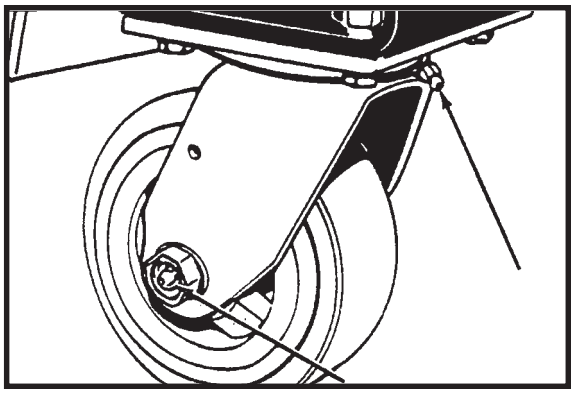

Abbildung 6
3. Das Röllchen mit einer Fettpumpe schmieren.(Siehe Abb. 6)